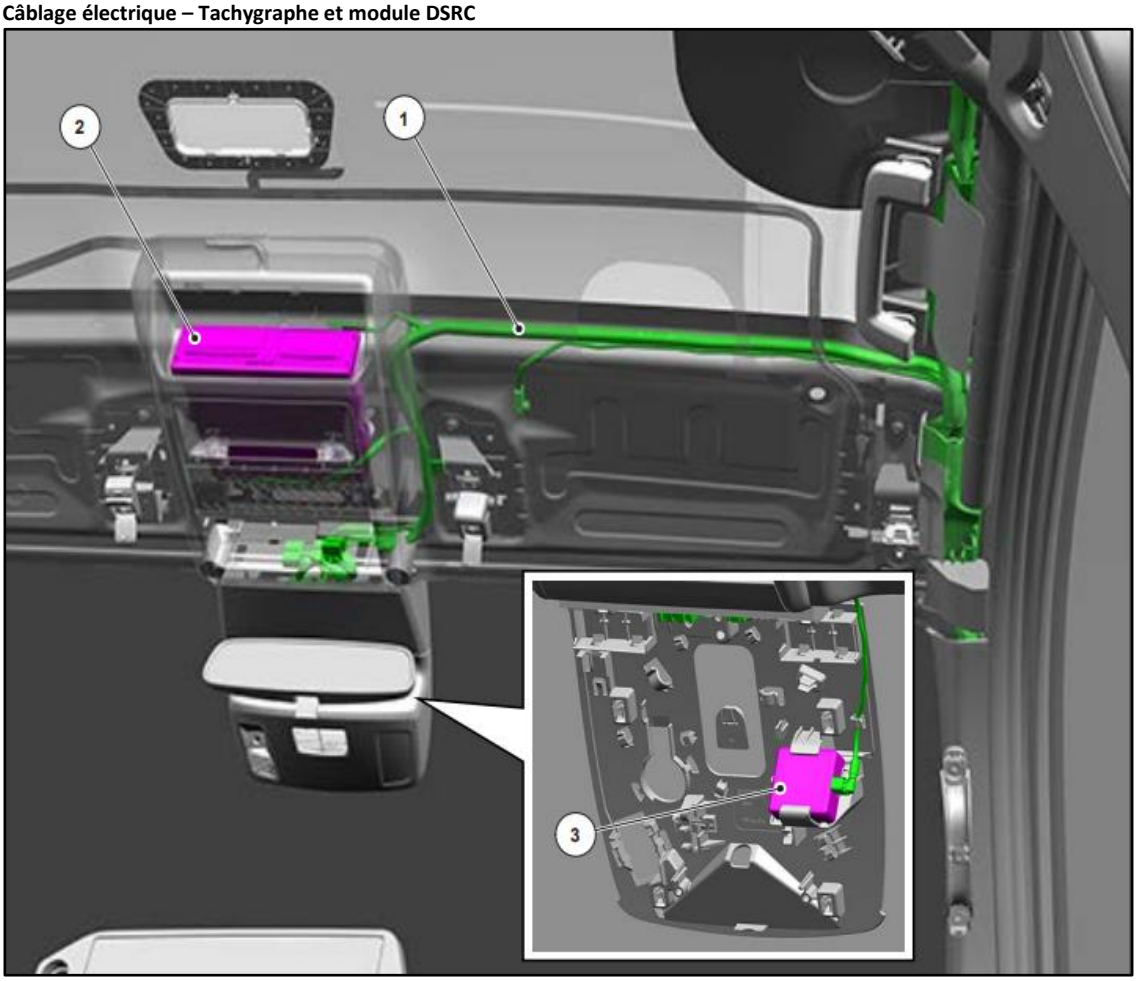

Fig. 2 : Câblage électrique – Tachygraphe et module DSRC
- Câblage électrique – Tachygraphe, voir Figure 2 du Chapitre 4.11.2 pour la fixation et le passage des câbles
- Câblage électrique DSRC, voir Figure 2 du Chapitre 4.11.2 pour la fixation et le passage des câbles